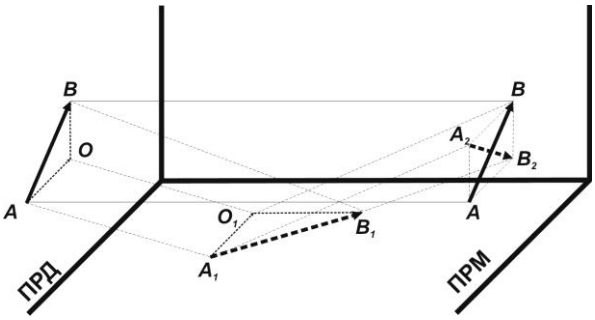

Рис. 6.2
6.1.1.2 Принцип работы извещателя с наклонной ориентацией вектора поляризации запатентован («Радиоволновой способ обнаружения объектов», Патент РФ №2348980). Плоскополяризованное электромагнитное поле (ЧЗ) формируется между БПРД и БПРМ в виде вытянутого эллипсоида вращения, причем вектор поляризации АВ формируется под углом ≈ 45° по отношению к прилегающим поверхностям (земле, заграждению и др., см. рис. 6.2). Отраженные от поверхностей